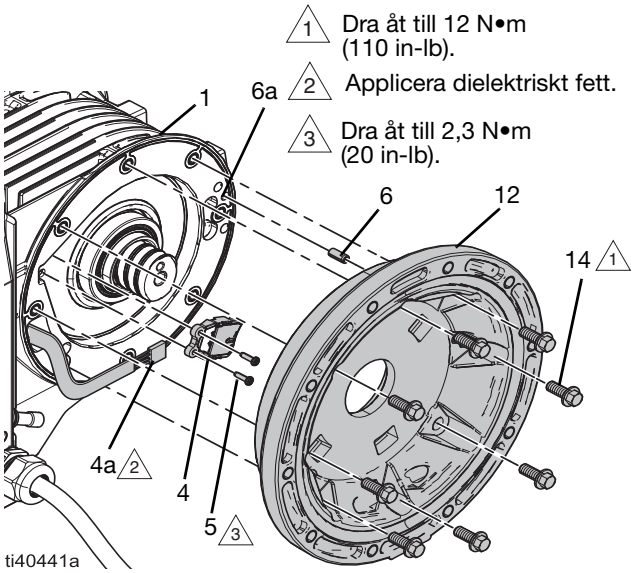
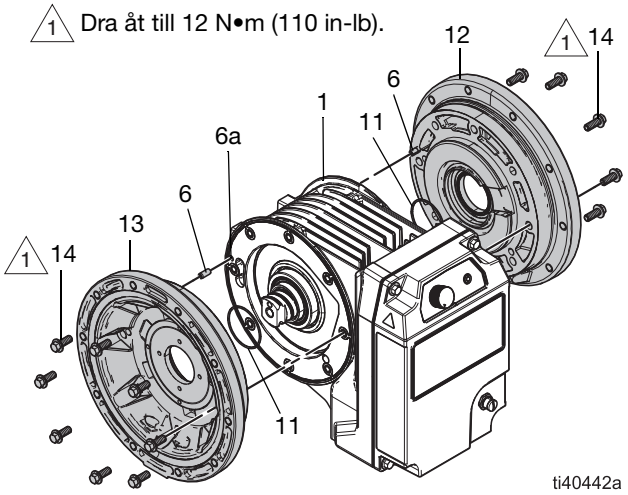

FIG. 12: Motorsensor
FIG. 13: Mittsektion, lastsida
Se FIG. 12.
Se FIG. 12 och FIG. 13.
2. Montera försiktigt statorkåpan på sensorsidan (12):
a. Montera tätningen (11) i statorkåpan (12).
b. Rikta in stiftet (6) i statorkåpan (12) med stifthålet (6a) på statorhuset (1) och sätt försiktigt in statorkåpan (12). Se till att statorkåpan sitter ordentligt på plats. Se FIG. 12.
Se FIG. 12 och FIG. 14.
4. Sätt på O-ringen (47) på navet (8).
5. Montera den andra tätningen (11) på navet (8).
6. Installera förspänningsmuttern och navet (9, 8) på kåpan på lastsidan (13):
a. Applicera anti-kärvningsmedel på navets (8) gängor.
b. Gänga på förspänningsnavet (8) på statorkåpan på lastsidan (13). Se till att läpparna på förspänningsnavet (8) är vända mot mitten av rotorn (7).
c. Snurra navet (8) tills tätningen (47) nuddar hålet i kåpan (13).
d. Montera statorkåpan på lastsidan (13) på statorhuset (1). Först monterar du tätningen (11) i statorkåpan (13). Se FIG. 13.
e. Rikta in stiftet (6) i statorkåpan (13) med stifthålet (6a) på statorhuset (1) och sätt försiktigt in statorkåpan (13). Se till att statorkåpan sitter ordentligt på plats. Se FIG. 13.
f. Installera fästanordningarna (14) i statorkåpan (13). Dra åt till moment 12 N•m (110 tum/pund). Se **Åtdragningsmoment**, sidan 38.
g. Sätt in förspänningsnavets monteringsverktyg i förspänningsnavet (8).
h. Använd en lämplig skiftnyckel på förspänningsnavets monteringsverktyg för att dra åt förspänningsnavet (8) till 27 N•m (20 fot-pund).